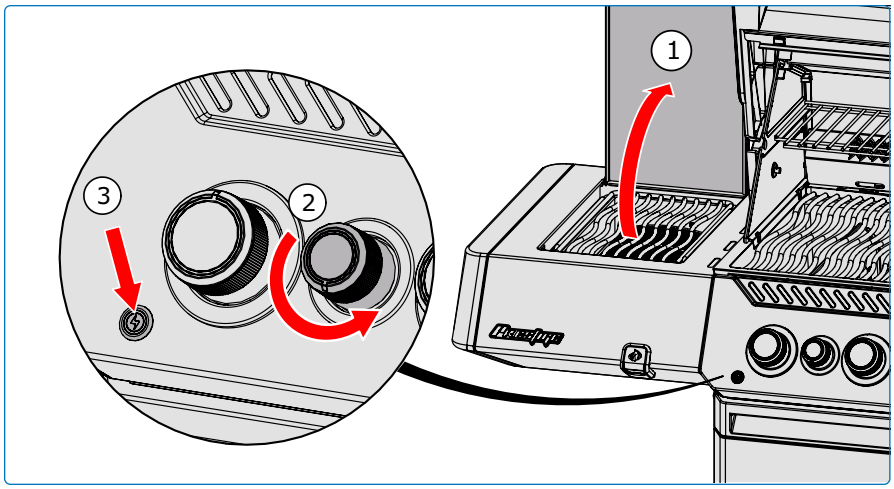

Fig. 7
4. Si le brûleur ne s'allume pas dans les 5 secondes, tournez le bouton de commande du brûleur dans le sens horaire jusqu'à la position OFF. Attendez 5 minutes. Répétez les étapes 2 et 3. **(Fig. 7),** ou consultez les **« Instructions d'allumage alternatives »**